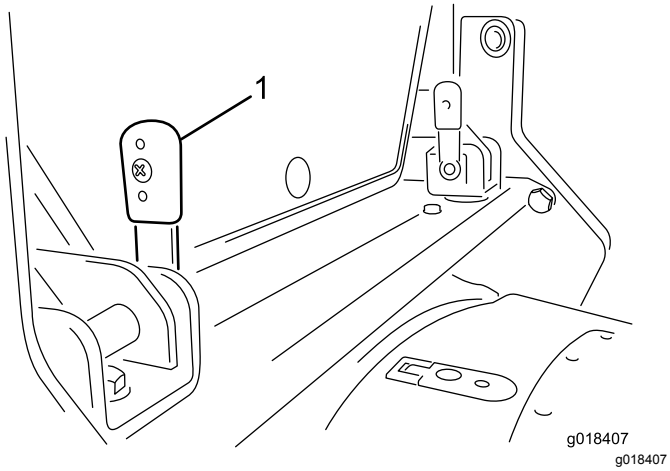

Figur 20
1. Ta bort hårnålssprintarna och vrid de två låsspakarna på tvärbalken på hyttens baksida så att de pekar uppåt (Figur 20).
3. Tryck spakarna genom fästena när de är i det vertikala läget (Figur 20).